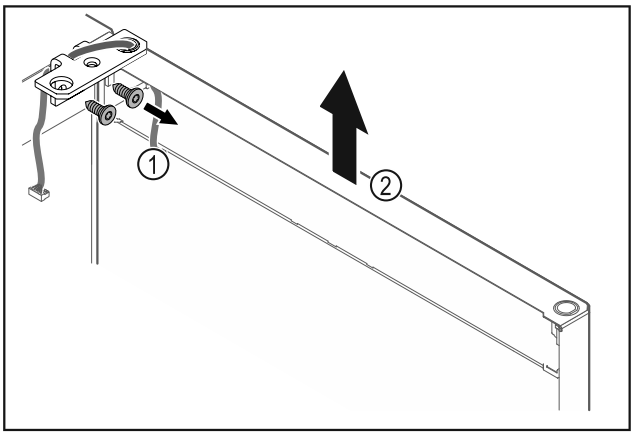

Fig. 19
▶ Deșurubați *Fig. 19 (1)* colțarul balamalei.
▶ Ridicați ușa inclusiv colțarul balamalei *Fig. 19 (2)* aproximativ 200 mm drept în sus și detașați-o.